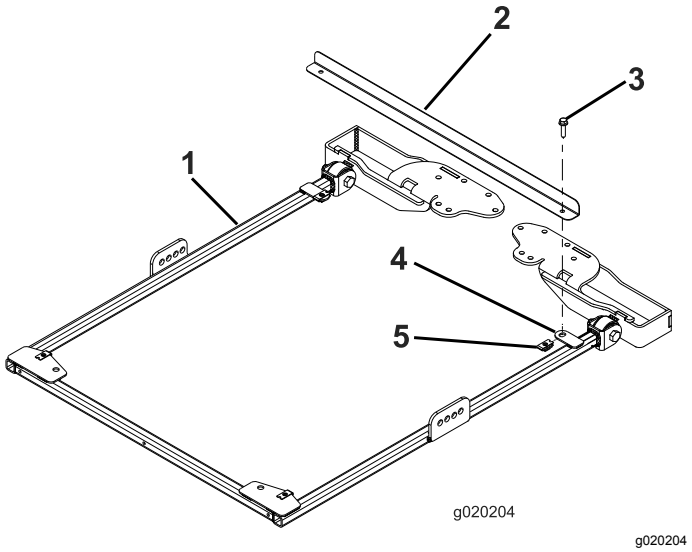

Figura 11
1. Para alinhar corretamente a estrutura, a barra de alinhamento da estrutura tem de estar instalada nas patilhas de montagem na traseira da estrutura de toldo com dois parafusos de cabeça flangeada (5/16 pol. x 1¼ pol.) como se mostra na Figura 11.